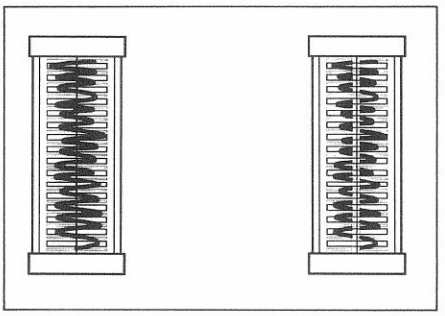

Fig. 10.1
- Aufnahme- und Wiedergabekopf mit einem Wachsstift (Best. Nr. 10.401.001.01) wie in Fig. 10.1 gezeigt markieren.
- Mark record and reproduce head with a wax crayon (order no. 10.401.001.01) as shown in fig. 10.1.
The head wrap is properly adjusted if the color is erased symmetrically on both sides of the head gap, as shown in fig. 10.1.